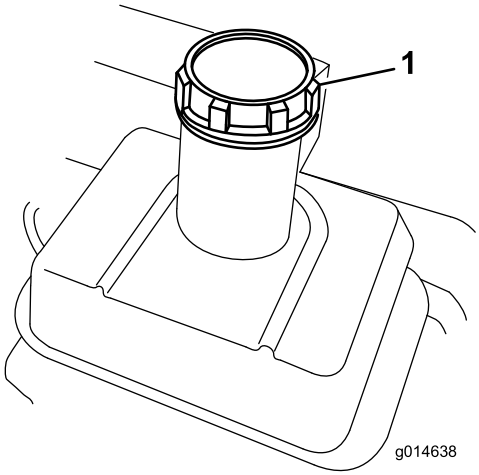

Figure 20
1. Nettoyez tout autour du bouchon du réservoir d'essence et retirez le bouchon (Figure 20). Faites le plein d'essence sans plomb sans dépasser la base de l'écran du filtre. Ne remplissez pas excessivement.